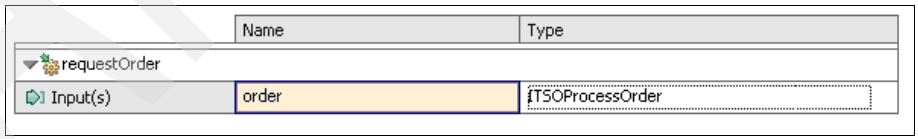

Figure 10-25 The ITSOOrdReq_I interface
- ITSOOrdReq_I as displayed in Figure 10-25